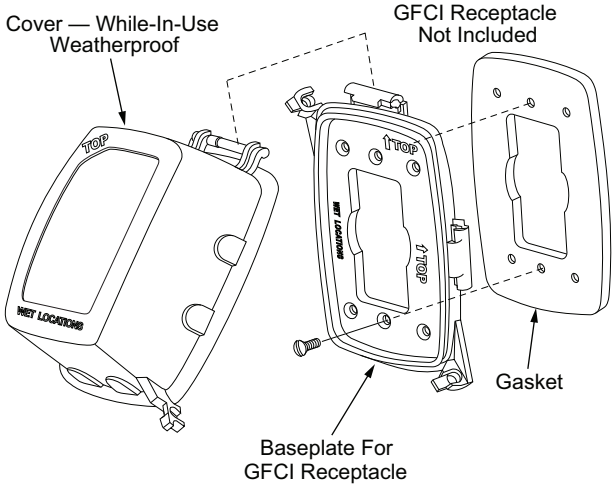

**Fig. 28 — Weatherproof Cover Installation**
4. Mount the weatherproof cover to the backing plate as shown in Fig. 28.